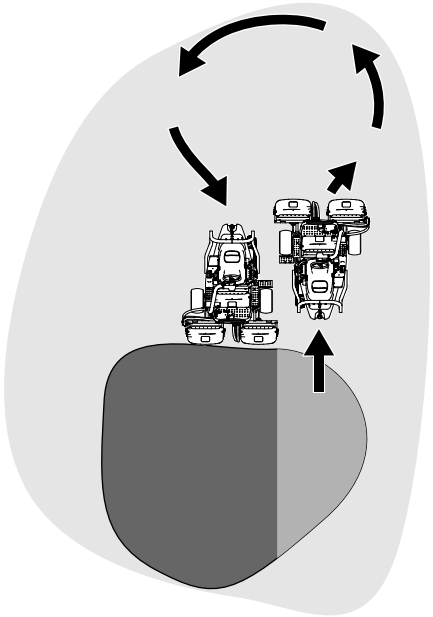

Figur 22
6. Reducer klippetiden og let trimningen for den næste bane ved kortvarigt at vende maskinen i den modsatte retning og herefter dreje i retning af den uklippede del. Denne bevægelse er en dråbeformet vending (Figur 22), så du hurtigt er klar til næste omgang.